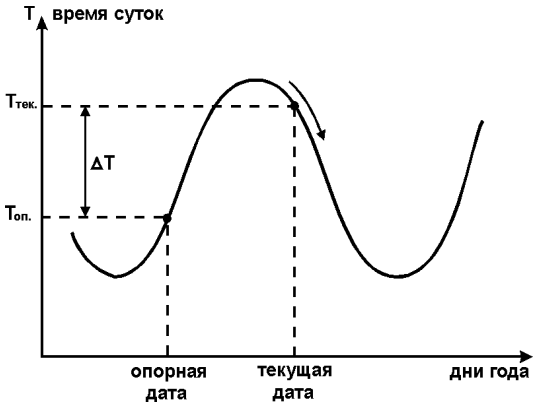

Рис. 2
3.5. Для управления процессами, связанными с продолжительностью светового дня, т.е. со временем восхода и захода солнца, в любой команде таймера есть возможность задать процедуру ежедневной автоматической коррекции времени включения или выключения по восходу или заходу солнца в местности с заданной географической широтой (рис. 2).